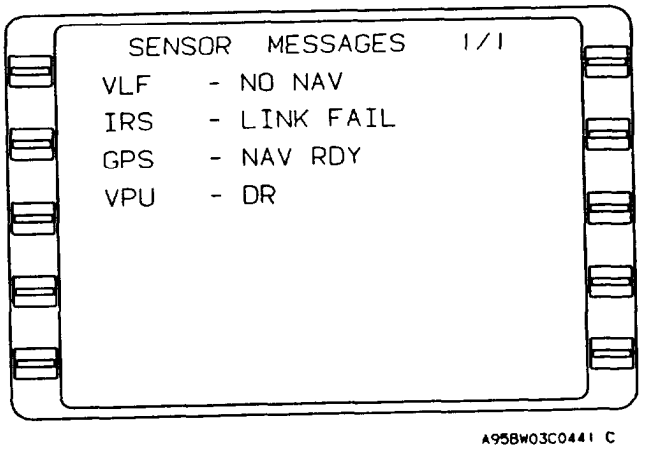

Figure 3-67. Sensor Messages Page
(1) Creating a flight plan (figs. 3-67, 3-68, and 3-69).